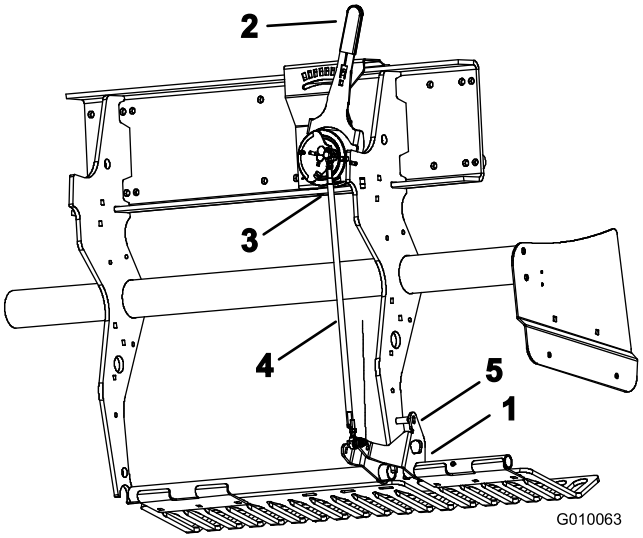

Figur 59
1. Vrid det vänstra gräsmatteskyddets monteringsfäste (Figur 59) uppåt tills en låspinne (5/16 silverstål eller bult) kan föras in mellan fästet och djupinställningsröret som är svetsat till ramen.
2. För reglaget för luftarpinnsdjupet (Figur 59) till ”H”-inställningen (den djupaste).
3. Koppla bort utombordskulbrytaren (Figur 59) från ledningsnätet (huvud lågt-brytare).
4. Lossa kontramuttrarna (till vänster och höger) på dragstången för djupjustering (Figur 59).